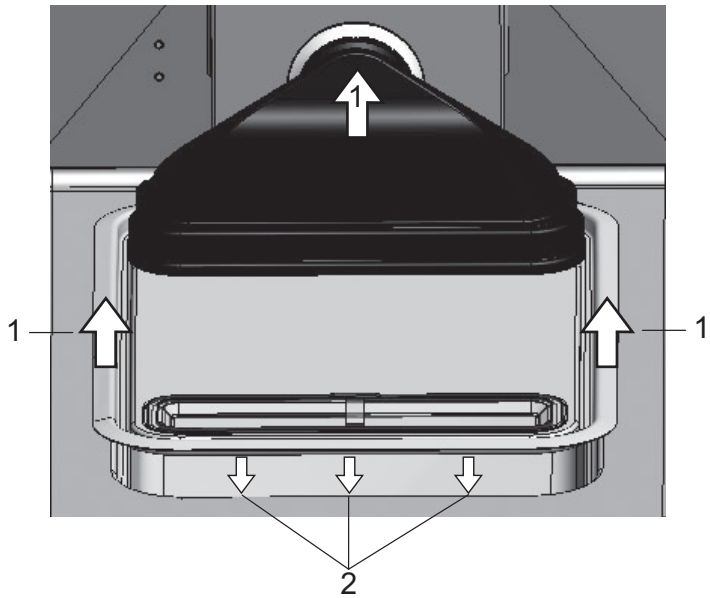

图 4-7. 安装空气盒
7. 提起前面的水箱盖子，将其推向后壁 (1/ 图 4-7)。
9. 使水箱盖子的前棱边滑到水箱中 (2/ 图 4-7)。 空气盒的接管在这个过程中滑到风扇出口中。